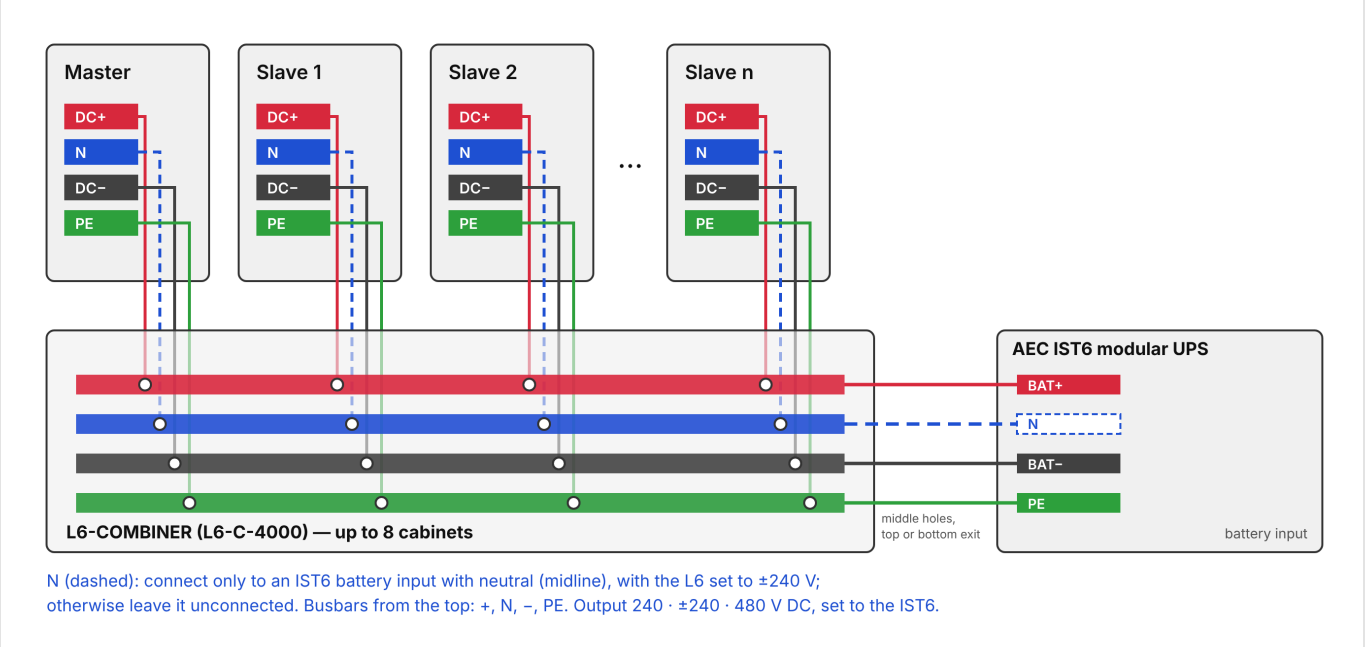

FIGURE 3-31 Power wiring — several L6 cabinets through the L6-COMBINER to the AEC IST6
4. Connect the combiner to the battery terminals of the IST6 from the middle holes, through the top or the bottom of the combiner (Figure 3-31).